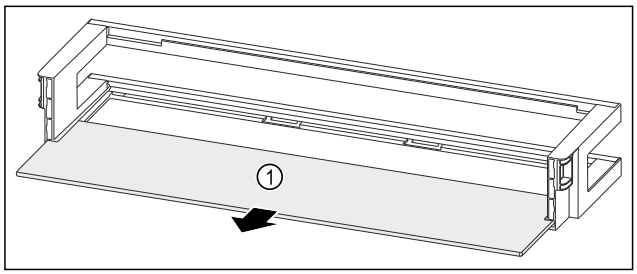

Fig. 171 Dveřní přihrádka s odkládací plochou
▶ Odkládací plochu *Fig. 171 (1)* odeberte.